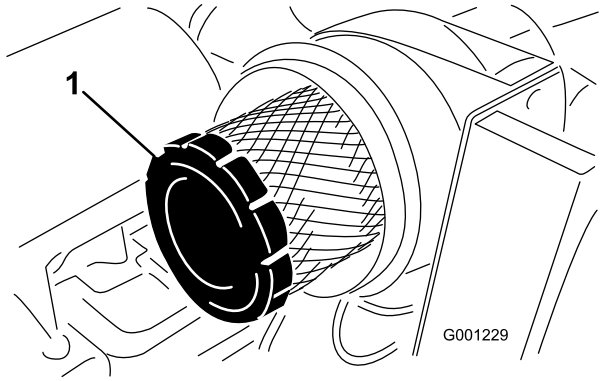

Figur 47
4. Ta ut og skift det primære filteret (Figur 47).